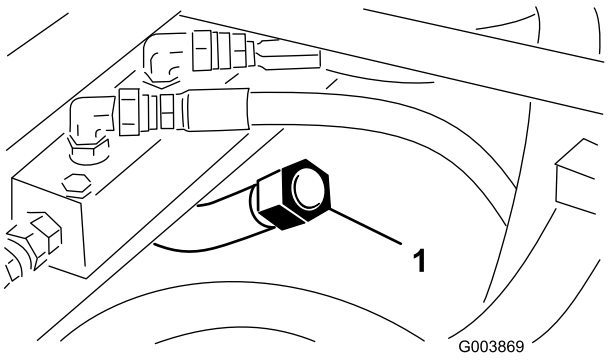

**Figuur 27**
3. Verwijder de peilstokdop van de vulnek van de transmissie (Figuur 27) en veeg deze af met een schone doek.